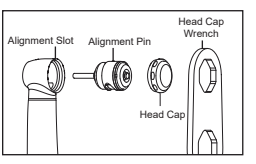

Fig. 12
11) Completely insert the cartridge until the cartridge end face aligns with the end face of the handpiece head (Fig. 11). Or insert the cartridge by aligning the pin on the cartridge with the slot on the head (Fig. 12).